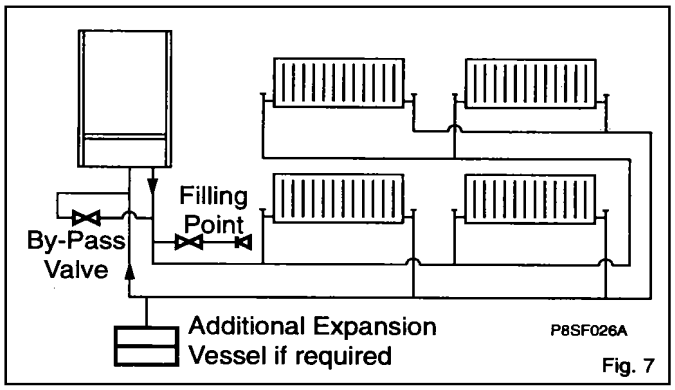

Fig. 7
1.5 Guide to System Requirements (Figs. 7 & 9)
If the capacity of the central heating system should exceed 100 litres, an additional vessel should be installed on the return to the combination boiler from the heating system (Fig. 7). Guidance on vessel sizing is given in Table 3.